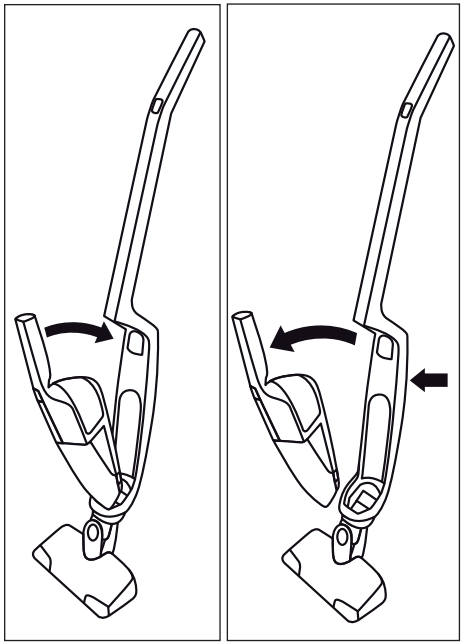

Fig. 1 Fig. 2
- To connect the hand element ❹ to the handle, push the tip of the hand element ❹ into the opening in the hand element recess ⓭.
- Then press the grip ❶ of the hand element ❹ into the handle so that the hand element ❹ clicks firmly into position (Fig. 1).
- To remove the hand element ❹ from the handle, press the “Hand element” release ⓬.